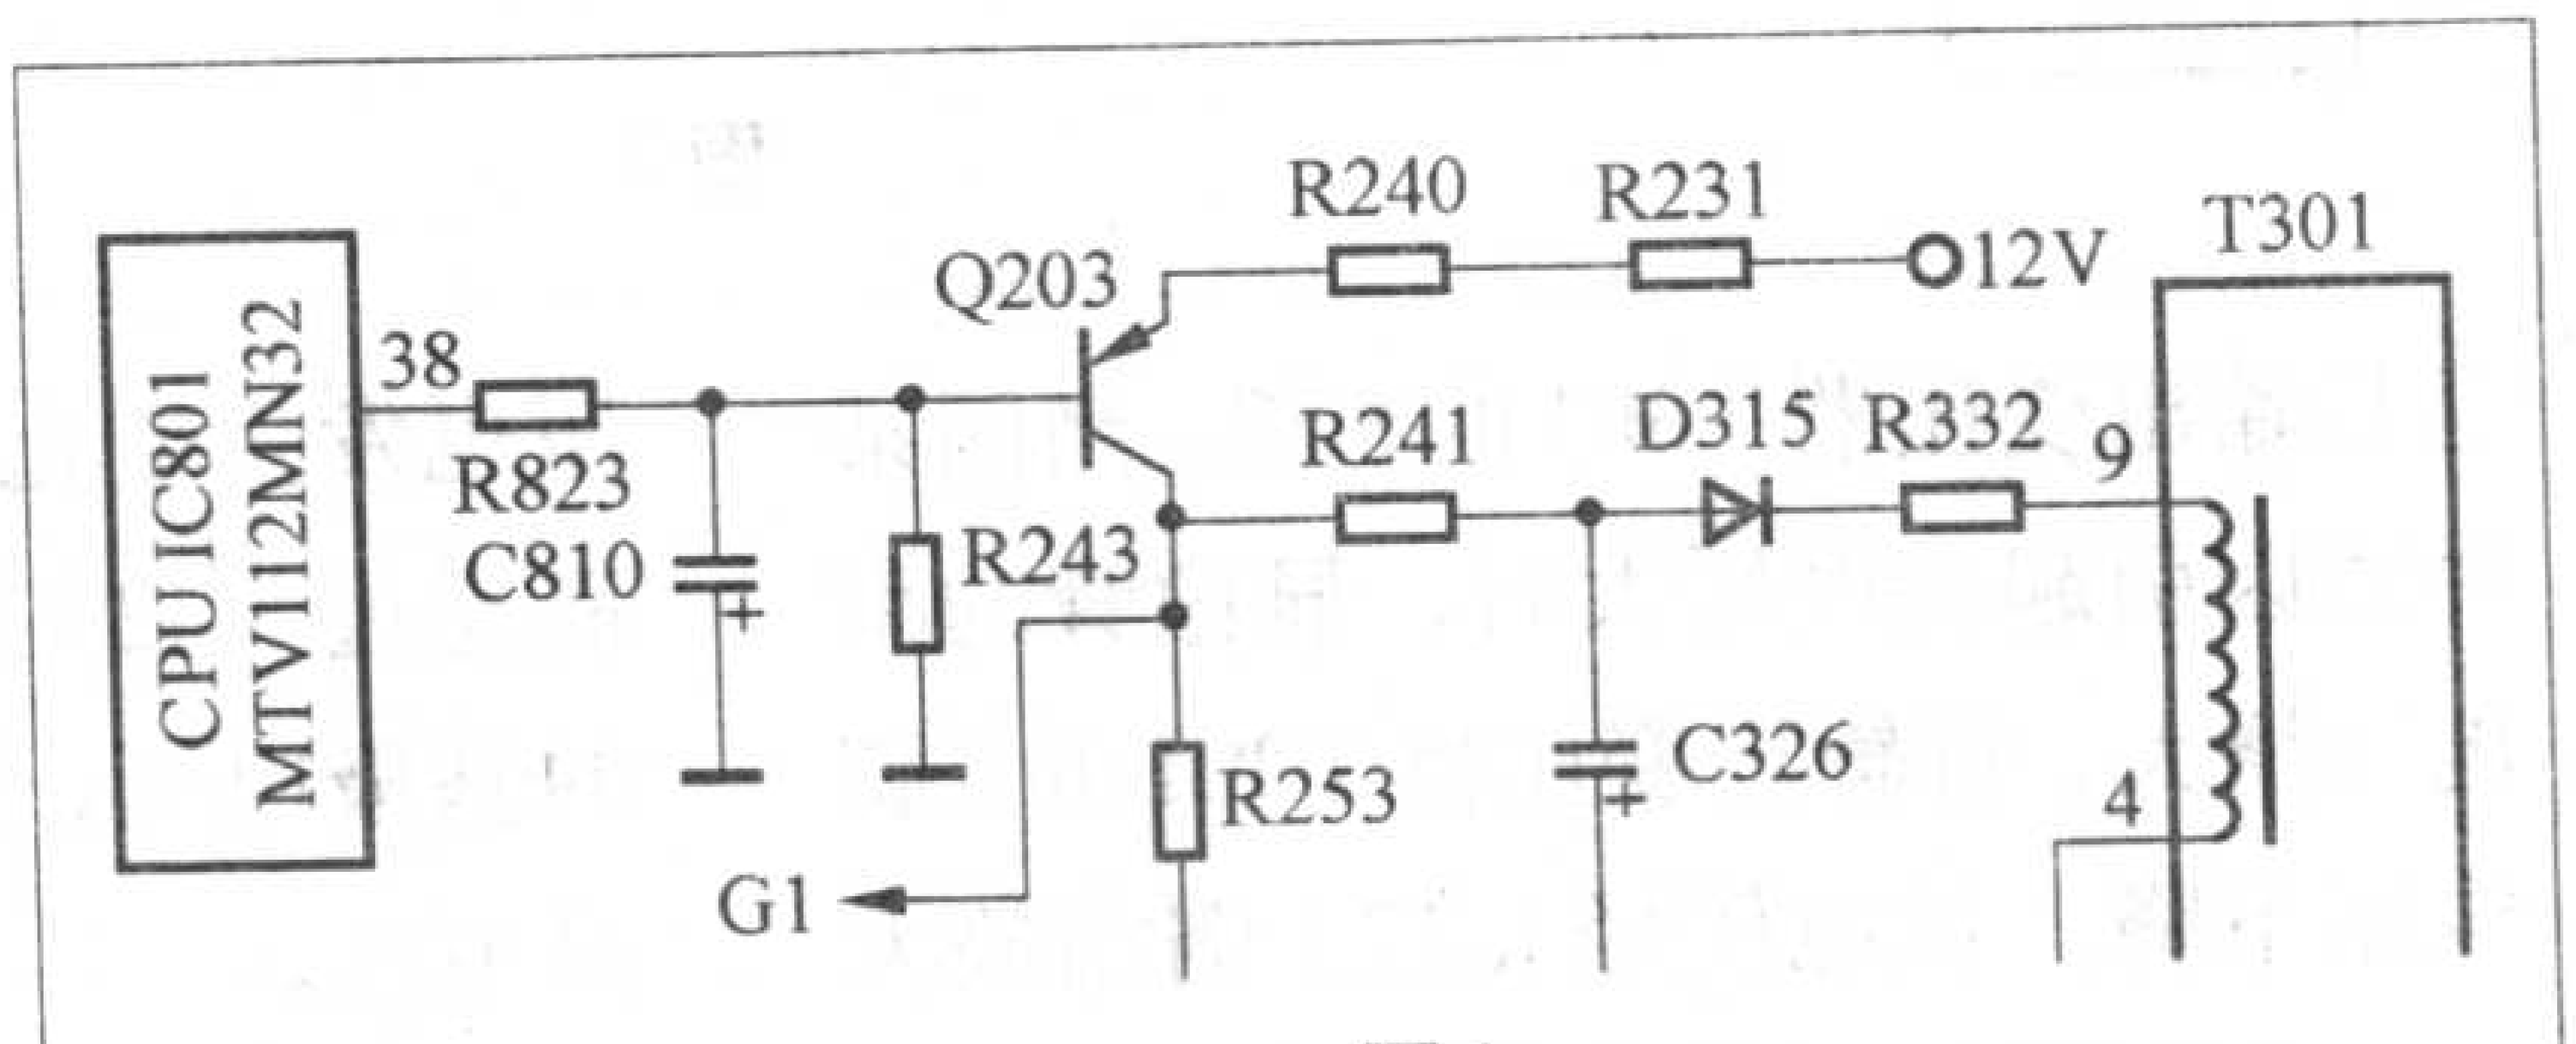

图1
(1)亮度控制电路：该机亮度电路如图1所示。显示器进入工作状态后，由行输出变压器T301的4–9绕组产生的感应电动势经R332限流、D315整流后，在滤波电容C326的负极形成–210V电压。这一电压经R253、R241分压后加到显像管的栅极G1。本机亮度的改变是通过CPU来改变G1电压的高低实现的。当按动面板上的“亮度”按键执行亮度增加的指令时，CPU / IC801（MTV112MN32）对键盘指令正确识别后，使其亮度控制端38脚输出的亮度控制脉冲PWM占空比下降，电压降低，经R823、C810平滑滤波和R243分压后的电压降低，该电压使得亮度控制管Q203（PNP型管）的导通程度增强，因此使得Q203的集电极（即显像管的G1极）电压下降（负压更加接近0V）。此时由于3个阴极电压被固定，所以显像管栅–阴电位差增大（绝对值)，亮度增加。当减小亮度时，控制过程相反，读者可自行分析。